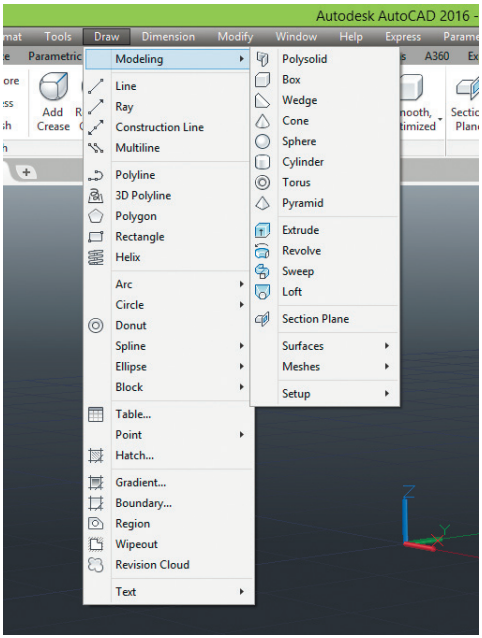

Рис. 19.1. Инструменты для формирования тел
- Команды формирования твердотельных моделей запускаются из падающего меню **Draw** → **Modeling** (рис. 19.1).